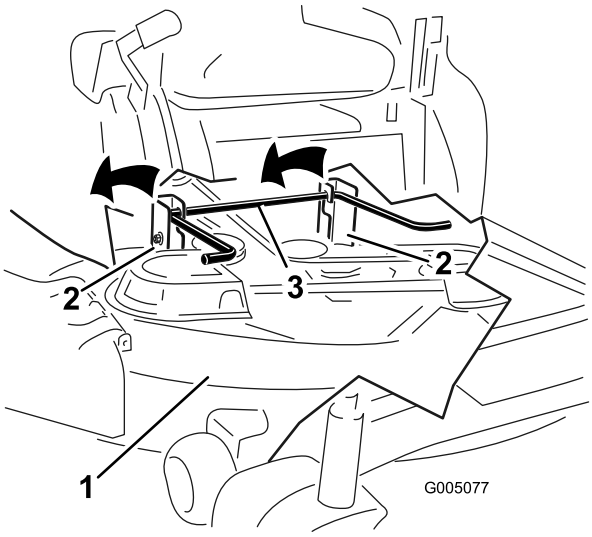

Figur 67
7. Løft klippeenheten og hengerbrakettene klar for bakre løftestang og senk klippeenheten forsiktig til bakken (Figur 67).
5. Løft bakre del av klippeenheten og før hengerbrakettene over bakre løftestang (Figur 67).